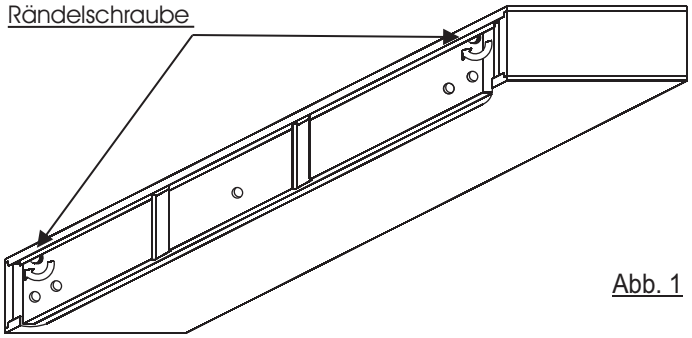

Abb. 1
3. Die Montagerückwand ist im hinteren Bereich der Brücke befestigt. Lösen Sie die Rückwand durch hinein drehen der Rändelschrauben und ziehen Sie diese durch leichtes kippen nach unten heraus. (Abb. 1 & 2)